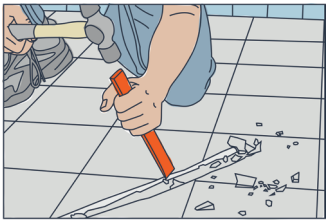

Рисунок 1
10. Заполните канал с датчиком температуры цементным раствором, так, чтобы образовалась ровная поверхность. Нанестите отметку на полу в месте расположения датчика темературы (Рисунок 1,2,3).